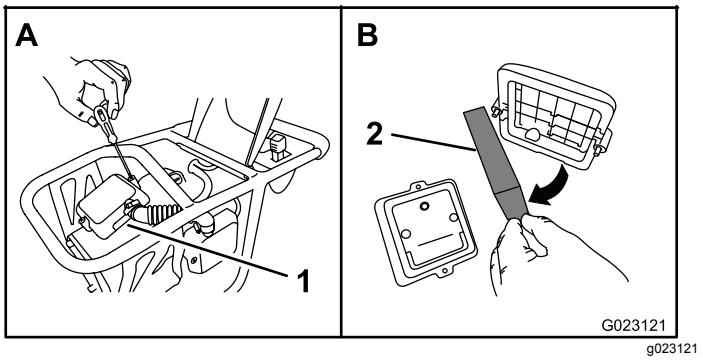

Figura 14
2. Retire los tornillos que sujetan la tapa a la carcasa del prefiltro (Figura 14) y retire la tapa.